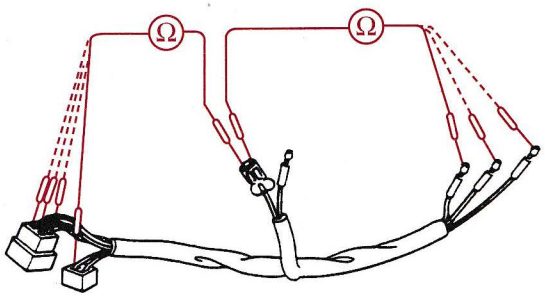

Figure 5-44. Checking for a shorted wire or wire harness. (Honda Motor Co., Ltd.)
3. Shorted wire or wire harness, **Figure 5-44.** To see if the green or black/red wire is shorted, check the continuity between different colored wires. If you have continuity between other wires, replace the wire harness.